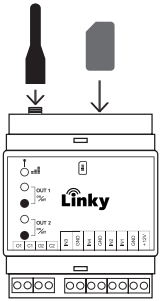

Fig.7
6. Chiudere il dispositivo posizionando la parte frontale sulla base, facendo coincidere i due dentini negli appositi intagli della base. Ruotare la parte frontale verso la base premendo moderatamente fino allo scattare dei restanti dentini plastici (Fig.7).
1. Avvitare l'antenna fornita nell'apposito connettore, inserire la SIM card opportunamente preparata come descritto nel paragrafo *Preparazione SIM card*, con l'apposito cassetto porta SIM (Fig.7).